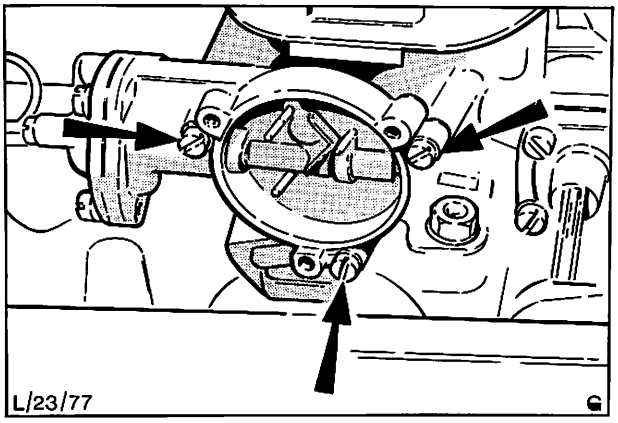

Abb. 133A Abbau des Startautomatikgehäuses
7. Befestigungsschrauben (3) des Startautomatik-Gehäuses entfernen, Verbindungsstange vom Stufenscheibenhebel aushängen und Startautomatik-Gehäuse komplett abnehmen, Abb. 133A.
8. Schrauben (3) im Unterdruckmembrandeckel entfernen, Deckel, Druckfeder und Membran komplett herausnehmen.